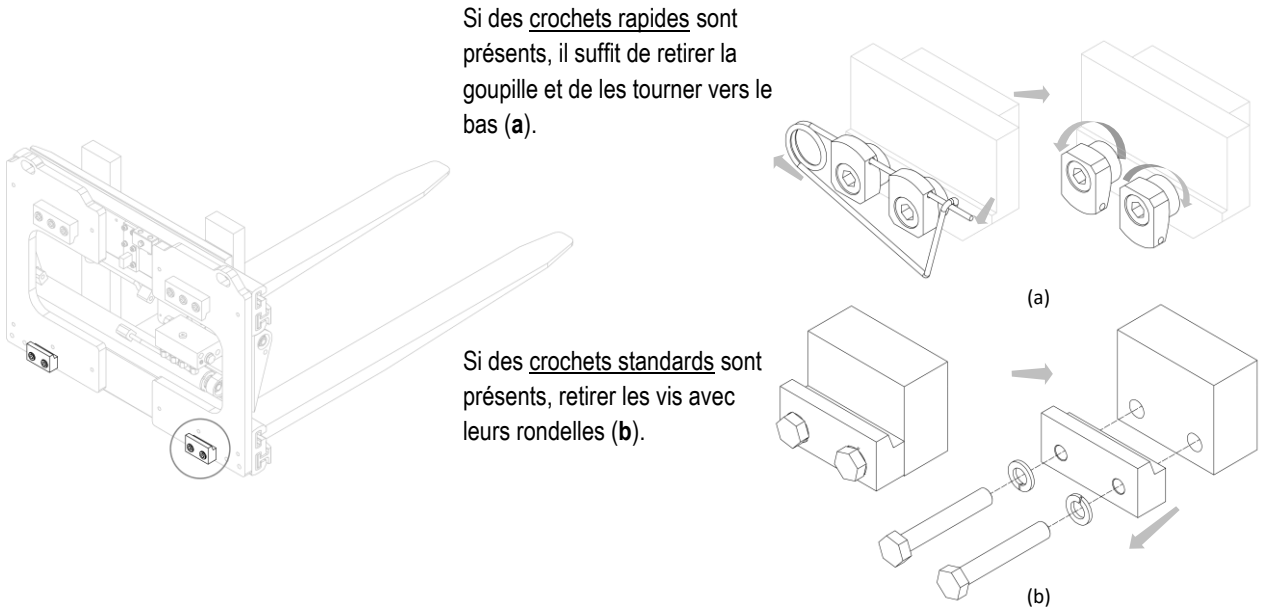

Figure 2
4. Retirer les crochets inférieurs de l'équipement (voir *Figure 2*).